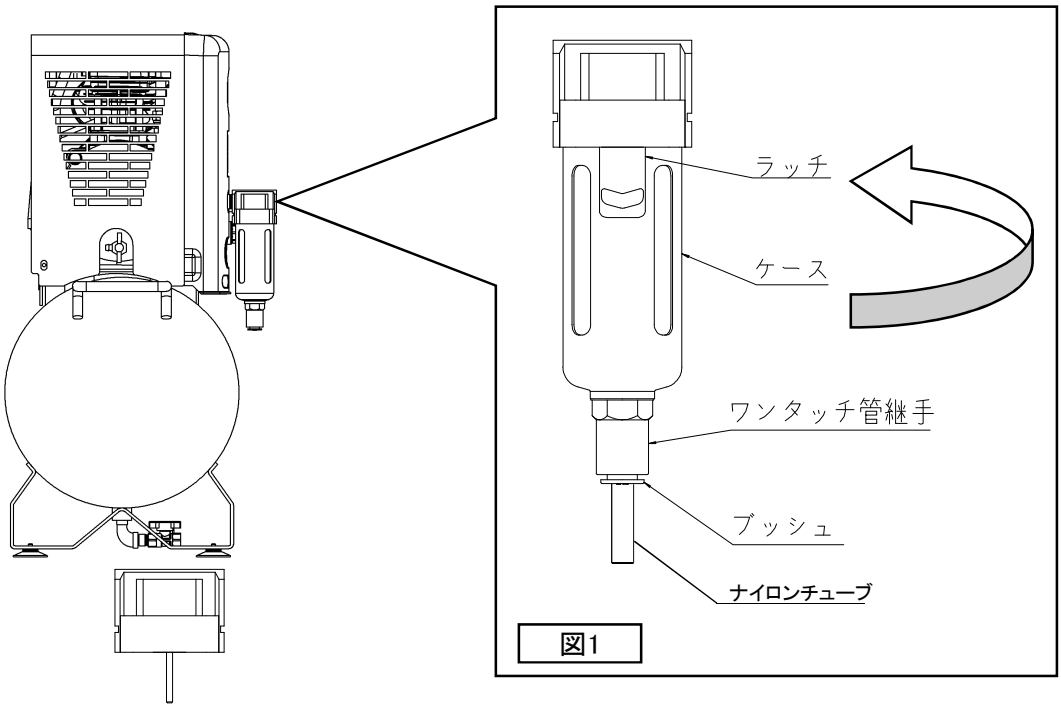

図1
(1)ワンタッチ管継手のブッシュを右手の親指で押し上げながら、左手でナイロンチューブを引っ張って外してください。(図1)
(2)ケースのラッチを右手または左手の親指で押し下げながら、右手でフィルタを掴み反時計回りに45°ほど回すと自然にケースが外れます。(図1)